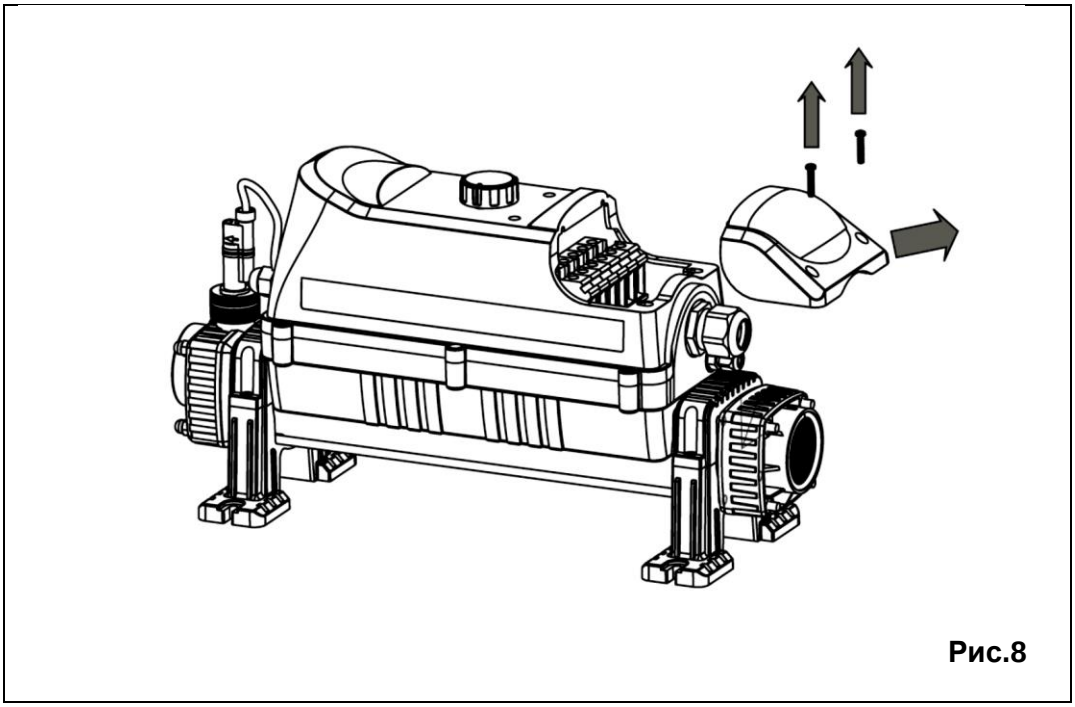

Рис.8
- Для подключения кабеля питания снимите крышку доступа (см. Рис. 8).